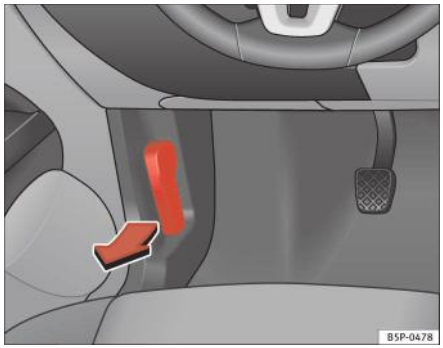

Fig. 159 Detaliu cu spațiul pentru picioare de pe partea şoferului: maneta de deblocare a capotei.
– Pentru deblocarea capotei, trageți maneta de sub planşa de bord ⇒ pagina 241, fig. 159 în sensul indicat (săgeata). Capota va fi eliberată prin acțiunea unui arc ⇒ ⚠.